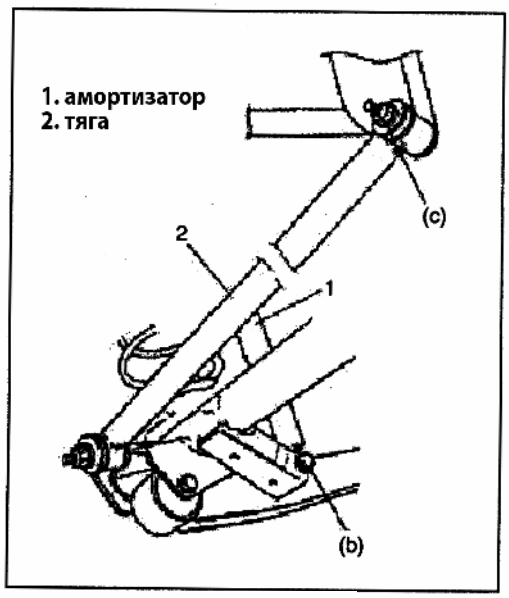

Рис. 563
7) Опустите автомобиль и затяните гайки при ненагруженном автомобиле, затяните нижний болт амортизатора и гайки крепления поперечной тяги требуемым моментом (Рис. 563).